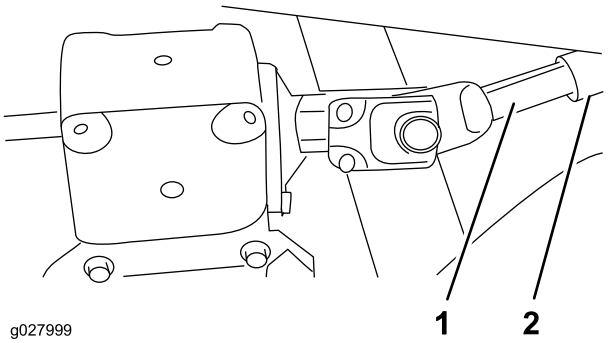

**Figure 2**
5. Coupez le moteur et éloignez le plateau de coupe du groupe de déplacement, en séparant les parties mâle et femelle de l'arbre de PDF (Figure 2).